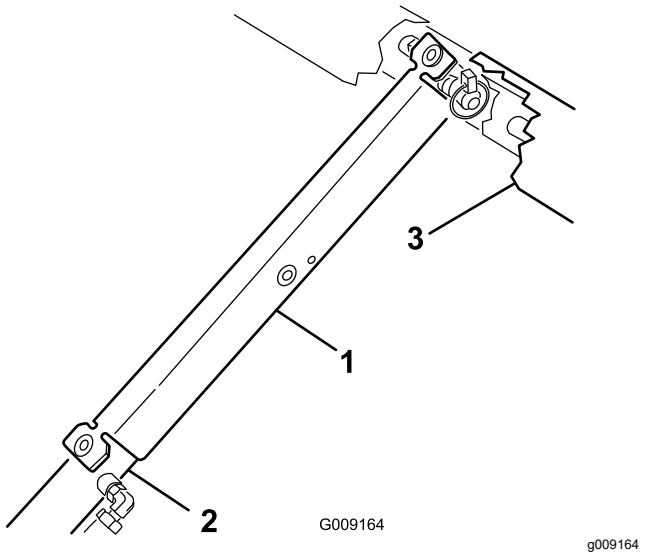

Figuur 22
3. Druk de laadbakbeveiliging op de cilinderstang en zorg ervoor dat de beide uiteinden van de laadbakbeveiliging rusten op het uiteinde van de cilinderbus en het uiteinde van de cilinderstang (Figuur 22).